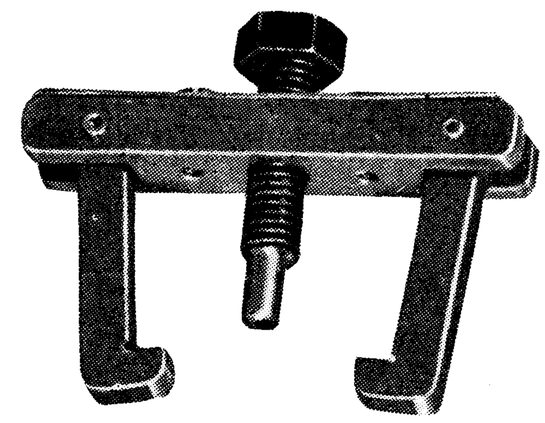

Bild 2 Abziehvorrichtung
Der Ausbau des Motors (V 404) erfordert das Abnehmen der Stufenscheibe (40). Die Scheibe kann man nach dem Lösen der Befestigungsschraube in der Achsmitte abziehen. Hierzu Betriebsartenschalter in Stellung „Schneller Rücklauf" bringen und die Reibräder (28) und (30) mit der Hand etwas vom Antriebsrad abziehen. Sollte sich die Scheibe nicht ohne weiteres von Hand lösen lassen, benutzt man am besten eine Abziehvorrichtung*), wie sie Bild 2 zeigt. Der Motor läßt sich dann, nachdem die Andruckplatte abgenommen und die Anschlüsse abgelötet sind, aus dem Chassis herausnehmen. Die Andruckplatte ist mit vier Schrauben M 4 befestigt. Der Einbau geschieht sinngemäß in umgekehrter Reihenfolge. Dabei bitte beachten: Gummiteile mit Talkum einpudern, Gewindenippel bündig eindrehen, dann Nippel eine halbe Umdrehung weiterdrehen und durch Lack sichern.